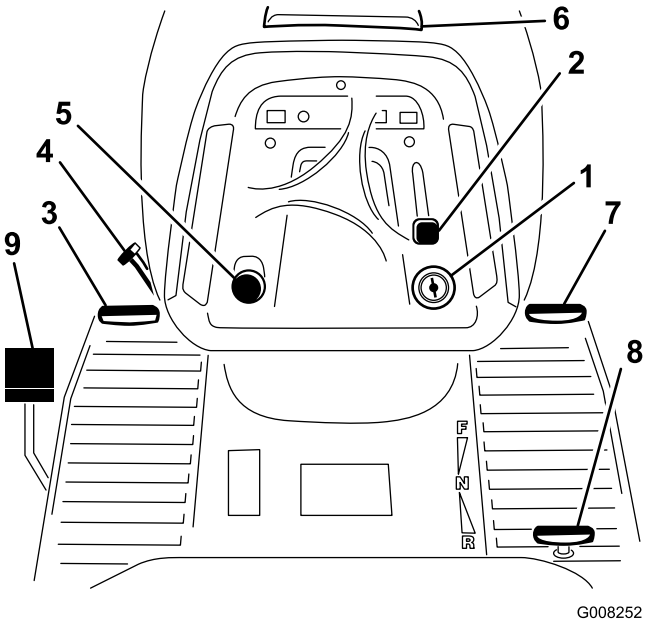

Figur 4
Før du starter motoren og anvender maskinen, er det vigtigt, at du er fortrolig med alle maskinens betjeningsanordninger (Figur 4).
1. Træd bremsepedalen (Figur 4) ned, og hold den nede.
2. Drej parkeringsbremsehåndtaget (Figur 4) mod uret, og løft gradvist foden fra bremsepedalen.
1. Tryk bremsepedalen ned (Figur 4).